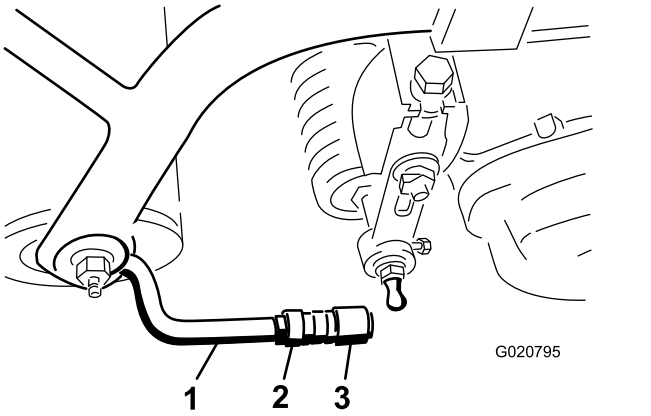

Figura 9
5. Alinee las rótulas de las juntas de manera que la cara abierta de la rótula esté centrada respecto a la bola del espárrago, y apriete las contratuercas para fijar la posición de las rótulas (Figura 9).